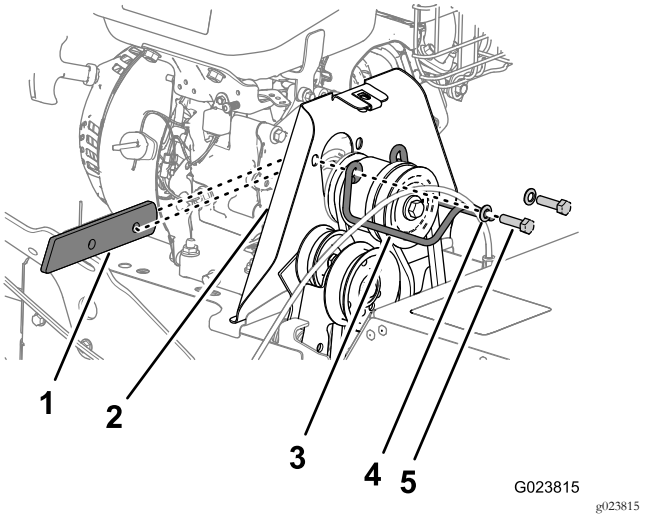

Figur 39
2. Ta bort de två skruvar och brickor som håller fast remstyrningen på maskinen, och ta sedan bort remstyrningen och distansbrickan (Figur 39).
4. Placera distansbrickan mellan motorn och remskyddet, och rikta in hålen i distansbrickan med hålen på motorn och skyddet (Figur 39).
5. Fäst remstyrningen vid maskinen med de skruvar och brickor (Figur 39) som du tog bort i steg 2 i avsnittet Ta bort borstens drivrem (sida 26).